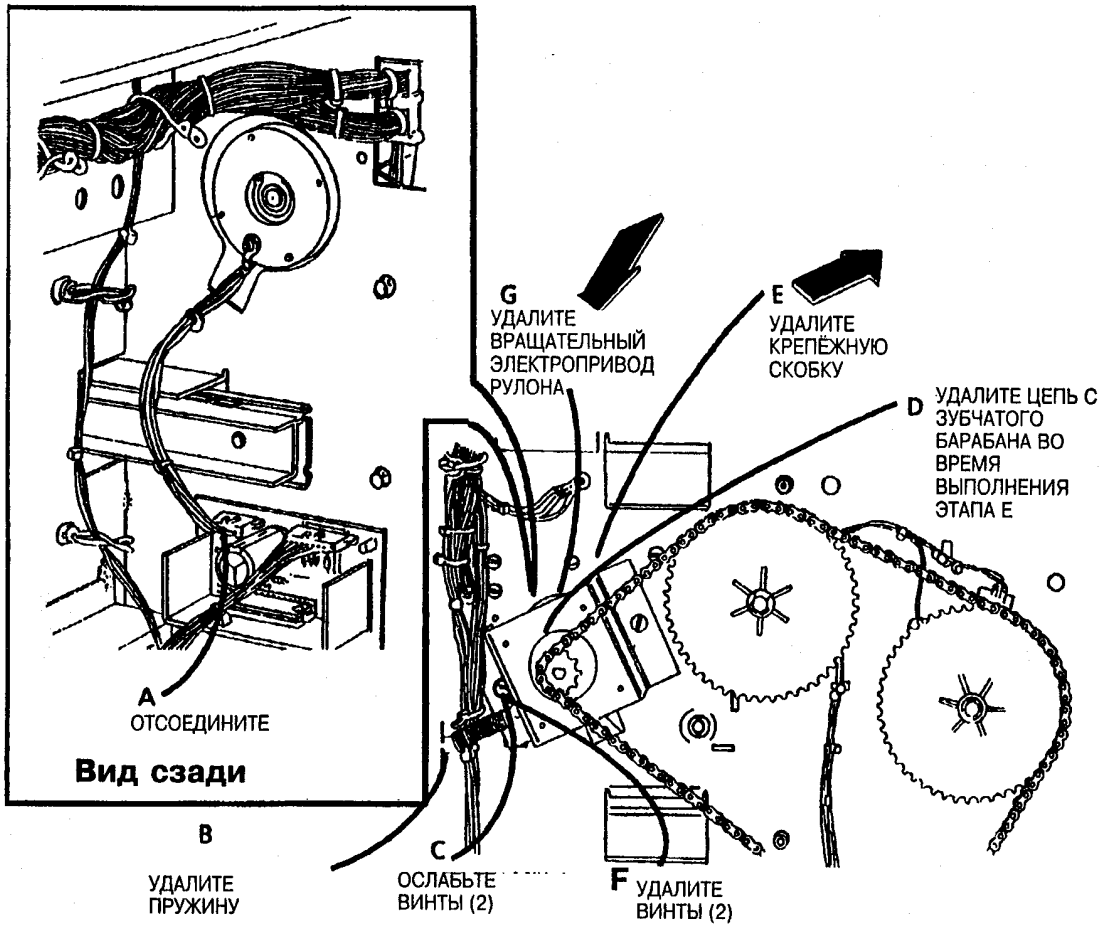

Рис. 1. Удалите вращательный электропривод вала
3. (Рис. 1): Удалите вращательный электропривод вала.